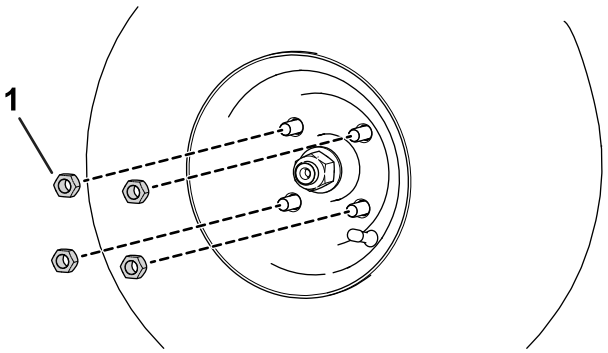

Figur 1
1. Løsn og fjern hjullåsemøtrikkerne (Figur 1).